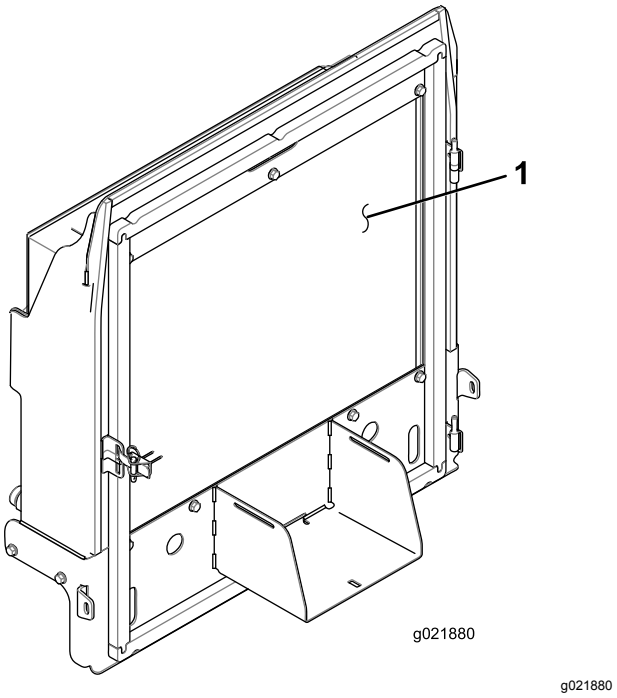

Figur 85
4. Rengör noga på båda sidor om gallret och kylaren/oljekylaren med tryckluft (Figur 85).